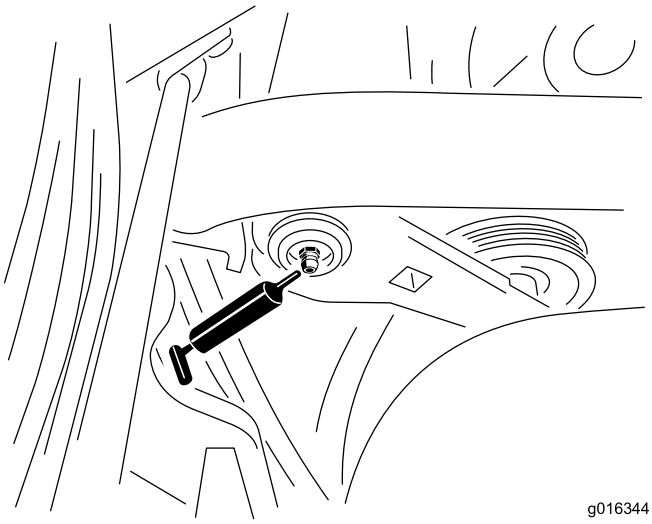

**Figur 45**
1. Torka av smörjnippeln så att främmande partiklar inte kan leta sig in i lagren eller bussningarna (Figur 45).